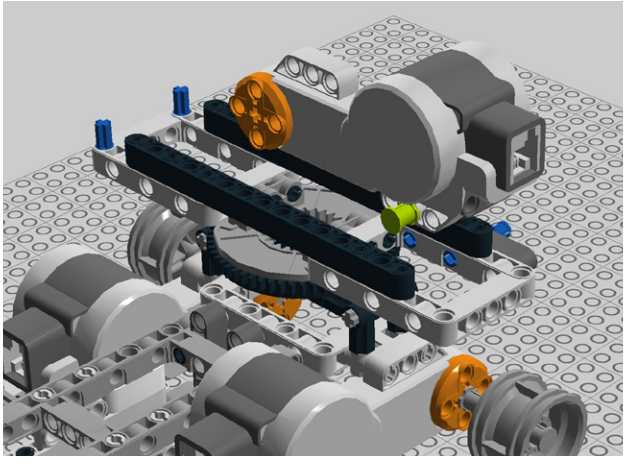

Figure 7-59. *Step 52: Adding and securing the axle*
52. Slide a Technic axle through the motor and double cross block, then secure one end with a bush. Figure 7-59 shows how it goes together.